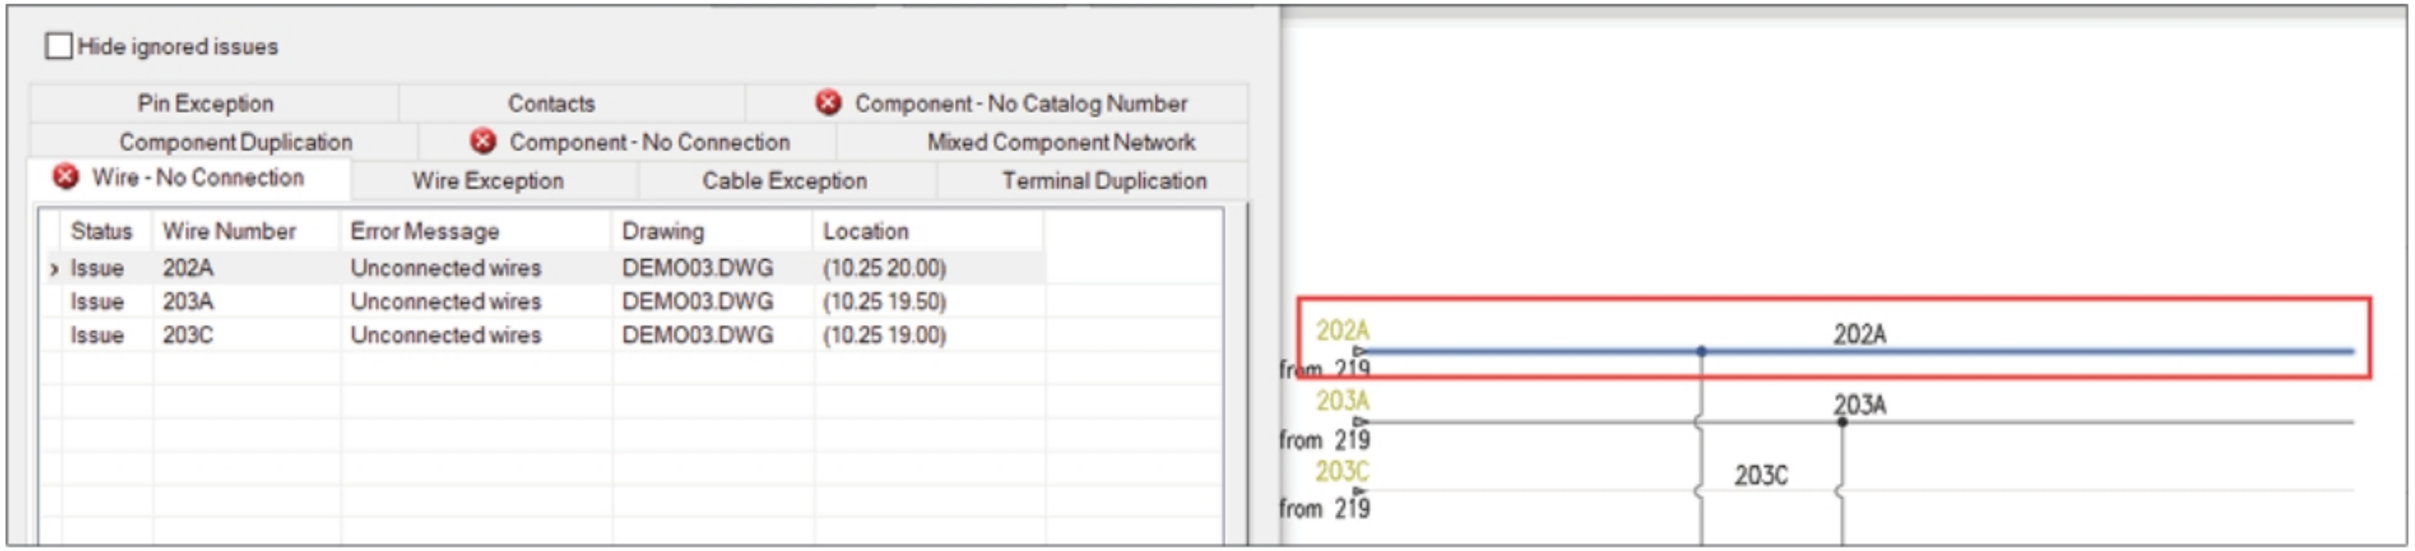

Figure-25. Component of error highlighted
- Select the error from the table and click on the **Go To** button from the dialog box. The component having error will be highlighted in the drawing; refer to Figure-25.